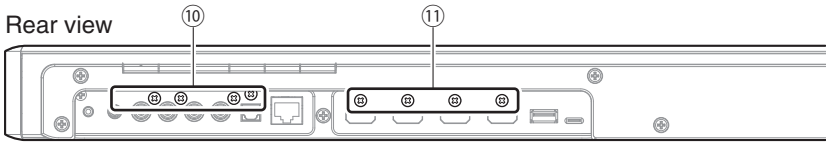

Fig. 5
b. Remove 4 screws (⑩) and 4 screws (⑪). (Fig. 5)
b. ⑩ のネジ 4 本、⑪ のネジ 4 本を外します。（Fig. 5）